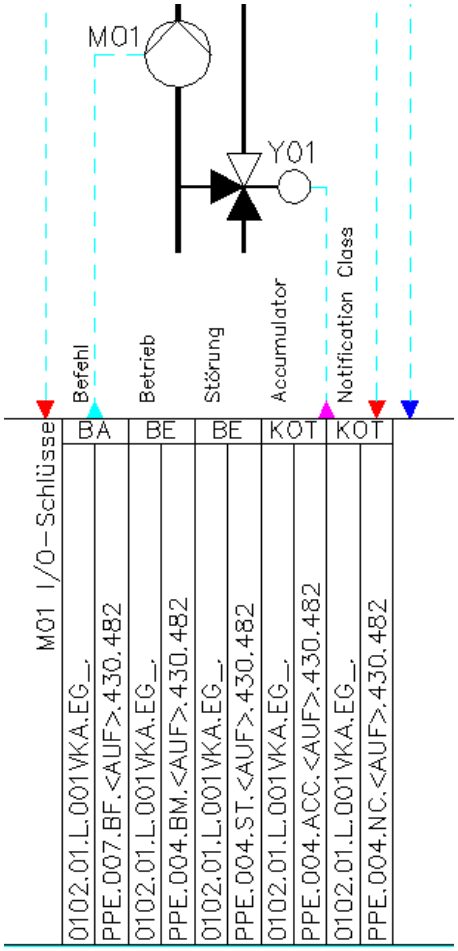

Bild 24.59 – Globales Editieren: Die Daten werden ins Automationsschema eingepflegt.
- Mit *OK* werden die Daten in die Zeichnung übernommen, die Benutzerschlüssel werden automatisch aktualisiert (Abb. 24.59).